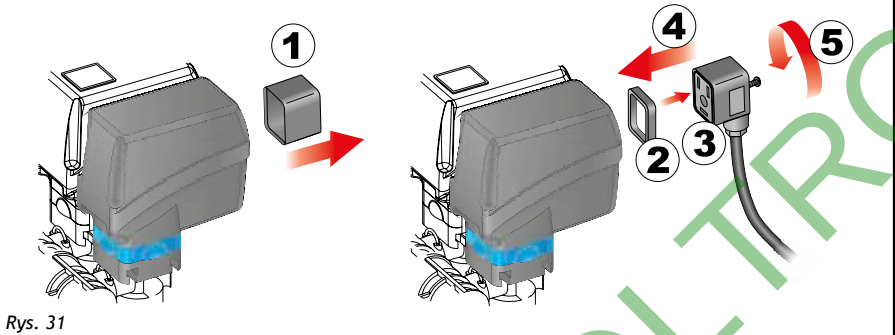

Rys. 31
• Wszystkie łączniki do podłączenia zaworów muszą być dostarczone z uszczelnieniem przed przystąpieniem do podłączenia (Rys. 31).
• Ściągnąć pokrywkę ochronną (**1**, Rys. 31) z zaworu elektrycznego.